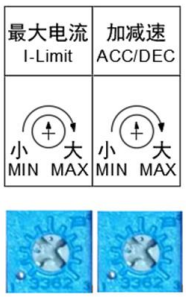
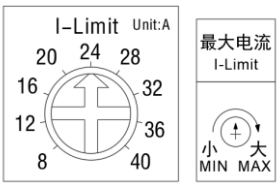

图 5.1 最大电流和加减速加速度设置电位器图
图 5.2 最大电流设置电位器对应电流图
- 断开驱动器电源，将最大电流设置电位器旋转到对应的最大电流值位置，最大电流设置电位器如图 5.1 所示。具体对应电流如图 5.2 所示。
- 断开驱动器电源，将加减速加速度电位器旋转到对应的加减速加速度位置，加减速加速度设置电位器如图 5.1 所示。